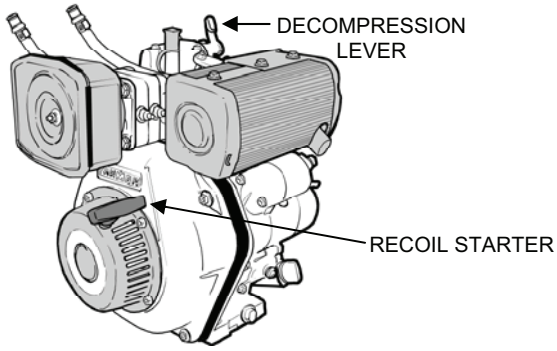

Figure 7. Diesel Engine Decompression Lever and Recoil Starter.
5. Make sure the decompression lever is up (Figure 7). Pull recoil starter slowly until it feels tight.